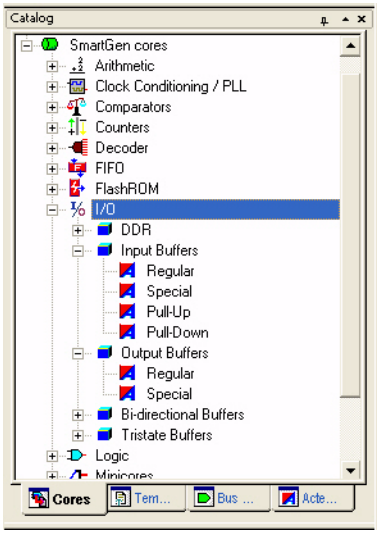

Figure 8-3 • **Expanded I/O Section**
3. Expand the I/O section and double-click one of the options (Figure 8-3).